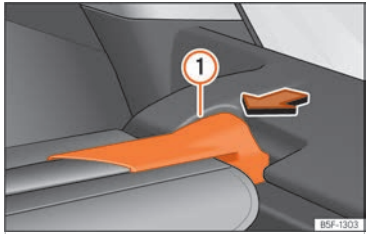

Fig. 180 Al maleter: desmuntar la safata.
- Premeu el suport de la safata ››› **fig. 180** (1) en el sentit de la fletxa.
- Encaixeu el suport de la safata ››› **fig. 180** (1) en l'allotjament de l'altre costat.